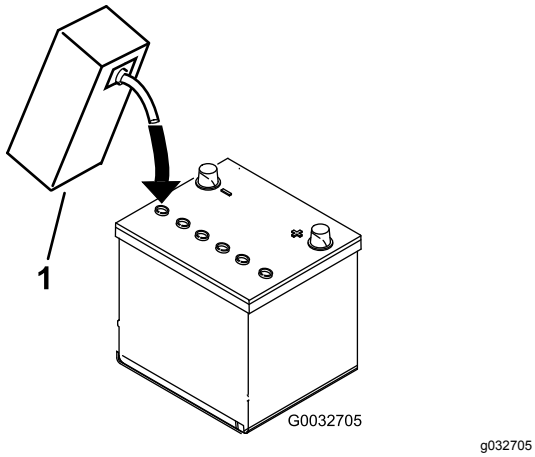

Figur 4
3. Fyll försiktigt varje cell med elektrolyt tills plattorna är täckta med ca 6 mm vätska (Figur 4).
4. Låt elektrolyten sugas upp av plattorna under 20 till 30 minuter. Fyll på elektrolyt så att nivån kommer upp till ca 6 mm från botten av påfyllningshålet (Figur 4).